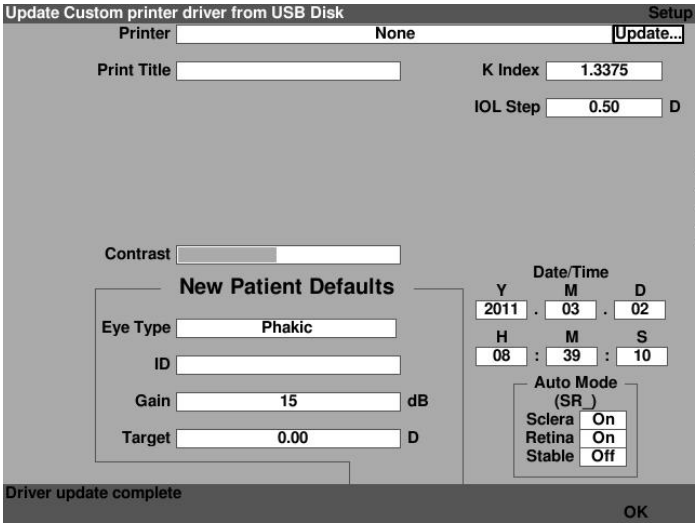

Figure 5-30 Driver Update Complete
10. Upon completion of the updating of the files, the system will prompt you, "Driver update complete." Press OK as shown in figure 5-30.